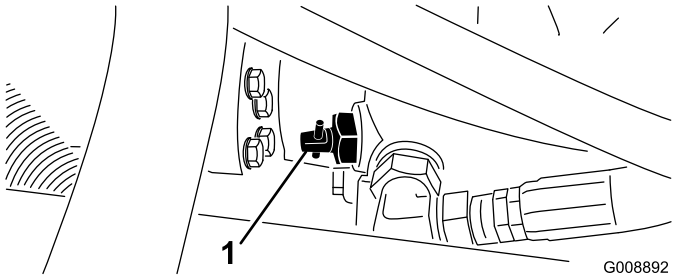

**Figur 42**
1. Finn pumpens omløpsventil (Figur 42) og vri den 90°.